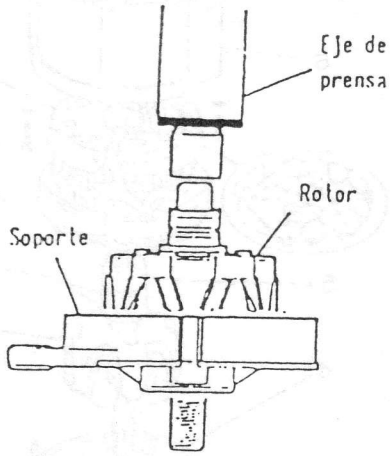

Fig. 10.37
1. Utilice una prensa para instalar el rotor en el soporte de la parte de accionamiento (Fig. 10.37)